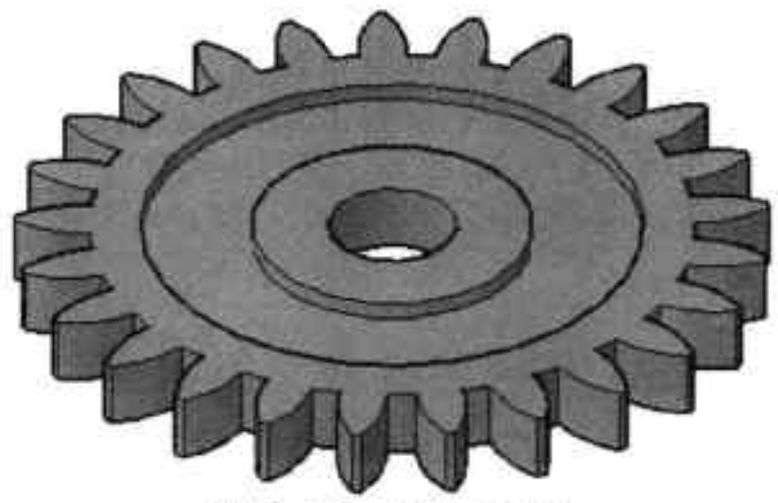

图12-55 减去圆柱体
Step18 执行“差集”命令，将刚绘制的圆柱体从齿轮模型中减去，然后将视图设为“概念”样式，观察图形，其结果如图 12-55 所示。